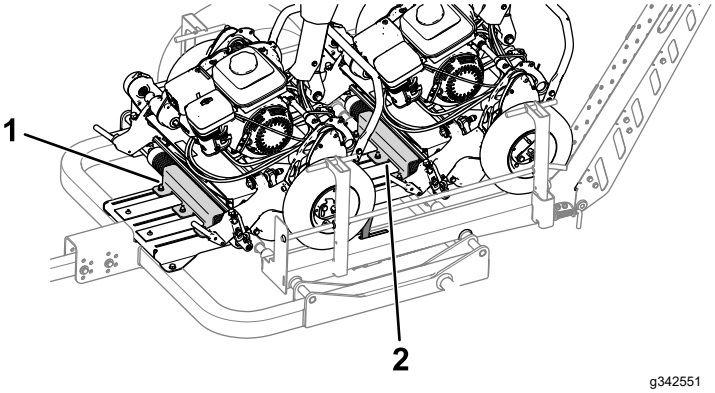

**Figuur 31**
B. Schuif de achterste rolbeugel (Figuur 31) naar achteren tot deze de voorrol van de achterste machine raakt.
E. Schuif de voorste rolbeugel (Figuur 31) naar achteren tot deze de voorrol van de voorste machine raakt.